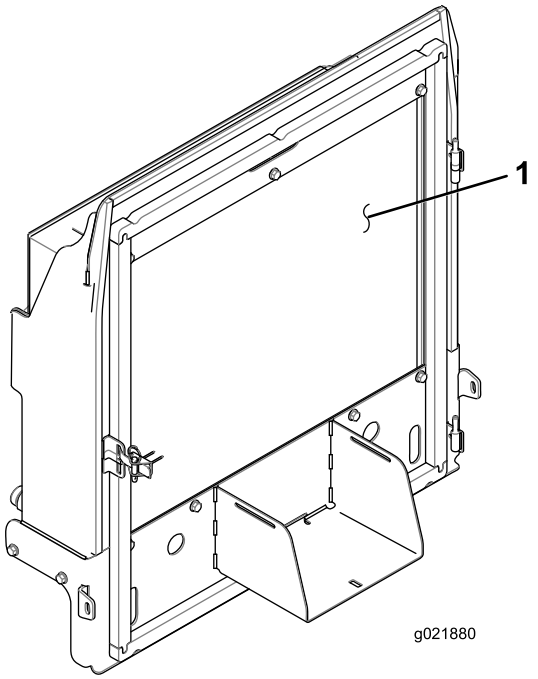

Figur 83
4. Rengjør begge sidene av radiatoren/oljekjøleren grundig med trykkluft (Figur 83).